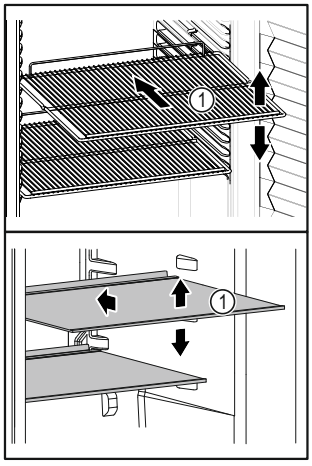

Fig. 65 Beispielhafte Darstellung
- ❑ Wenn Ablageflächen *Fig. 65 (1)* versetzbar sind, Ablageflächen je nach Höhe anpassen.